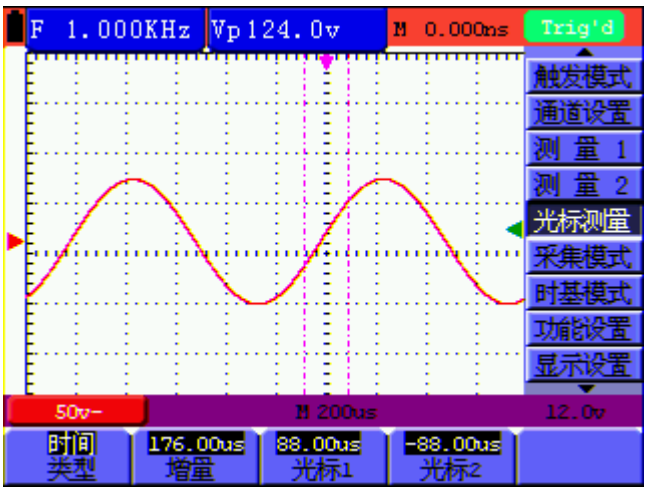

图 47：光标时间测量
5. 这时，调整 **OPTION ▲**或 **OPTION ▼** ，可看到虚线 **T1** 左右移动，同时屏幕会显示出 **T1** 相对于 **屏幕中点位置** 的时间值，调整 **OPTION ◀**或 **OPTION ▶** ，可看到虚线 **T2** 左右移动，同时屏幕会显示出 **T2** 相对于 **屏幕中点位置** 的时间值。见图 47：